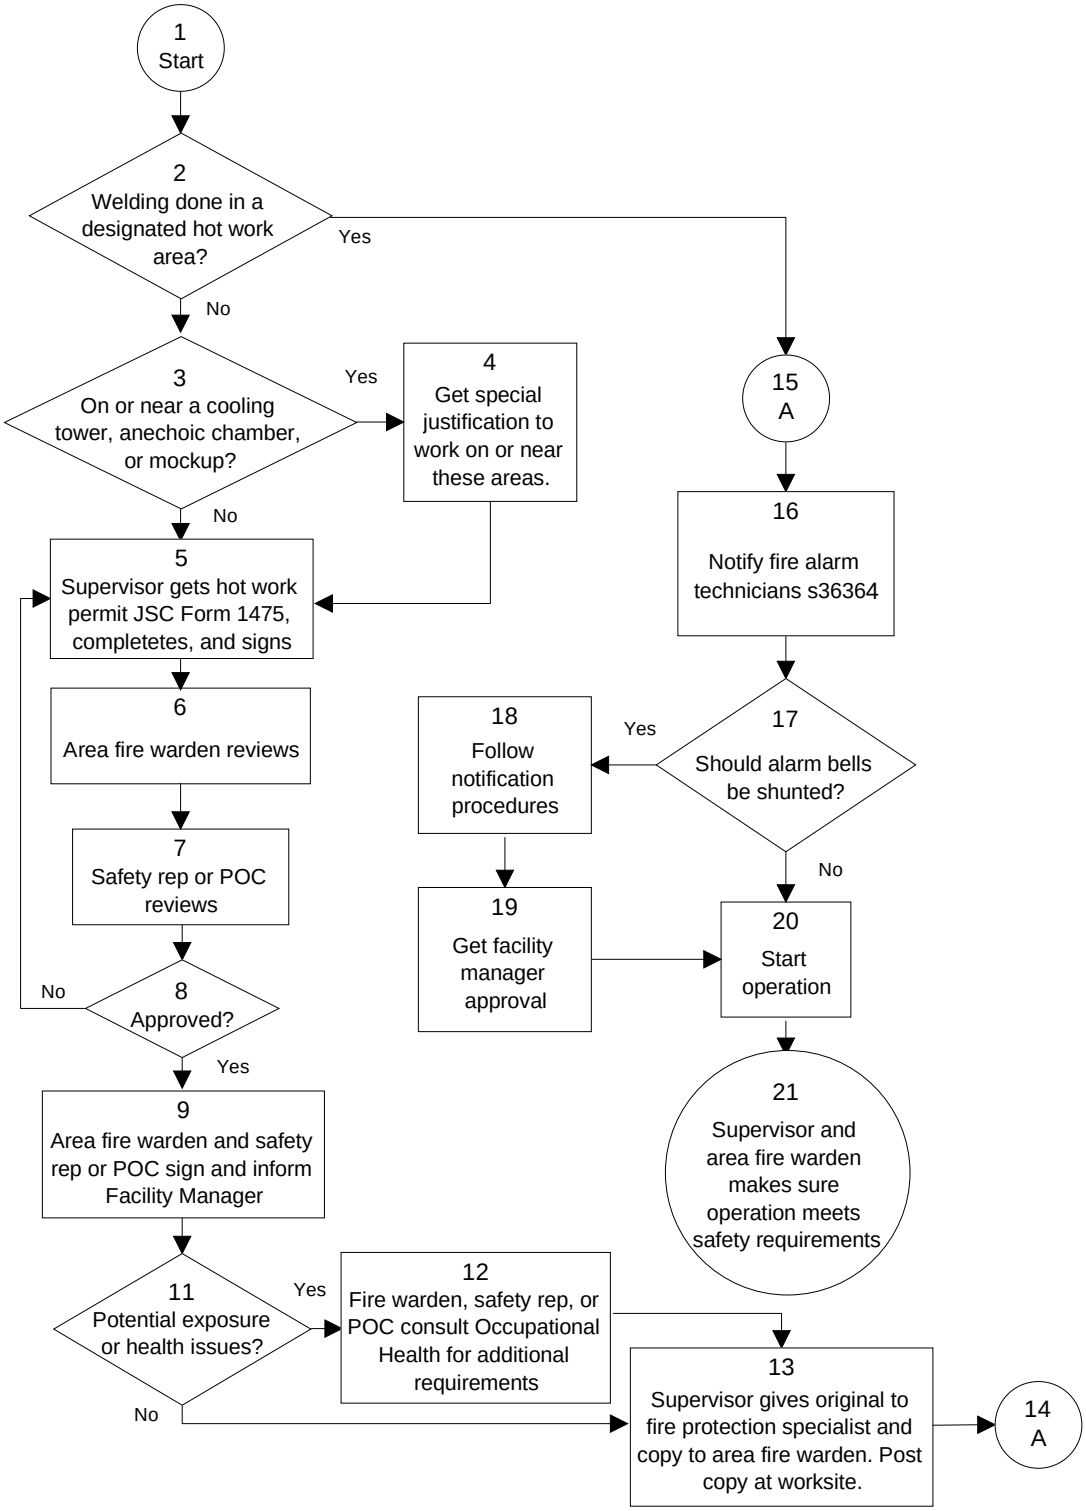

Figure 5.8-1. Hot work permit flowchart.
b. A ***hot work permit*** any time you do any work involving burning, welding, or similar operations that is capable of initiating fires or explosions outside a designated hot work area. Use JSC Form 1475, "Hot Work-Welding-Cutting Permit," Appendix 5A. Electric soldering irons, hot plates, coffee pots, and similar appliances don't require a permit. Hot work permits are valid for no longer than 1 week. The flowchart in Figure 5.8-1 describes the steps to complete a hot work permit.